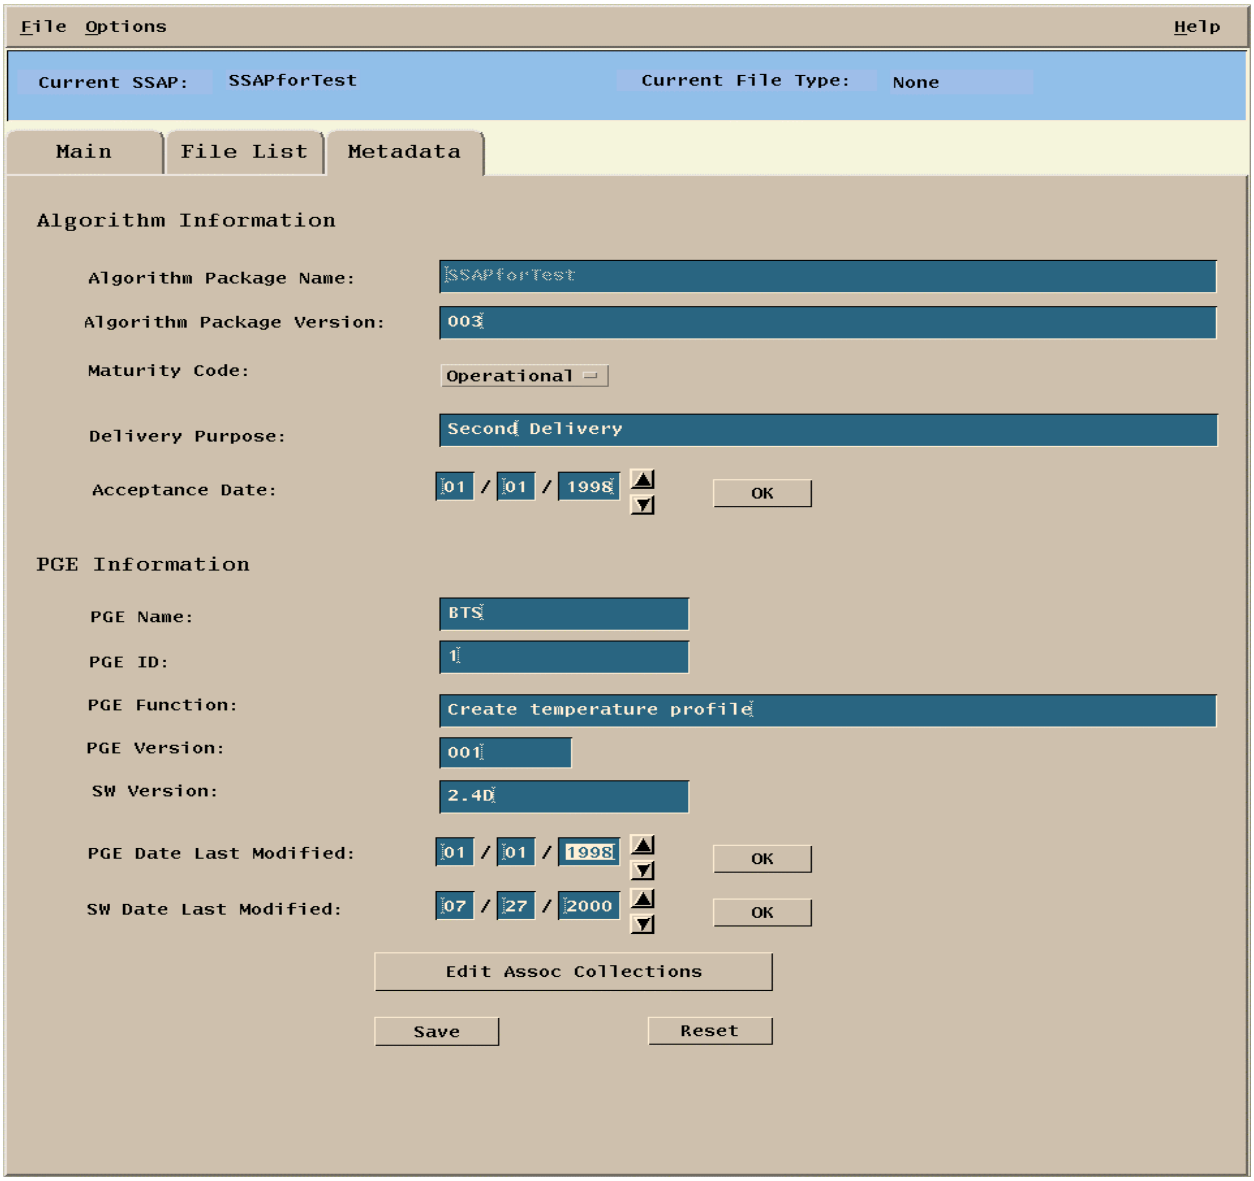

Figure 26.13.12-1. Metadata window to for updating metadata
- The Metadata Tab displays the metadata for the SSAP (Figure.26.13.12-1). All fields will be set to the values entered when the SSAP was created, and the Algorithm Name field will be grayed out (because it may not be updated). If you want to create a new SSAP from an existing one, go back to the Main tab and hit the Create With button.